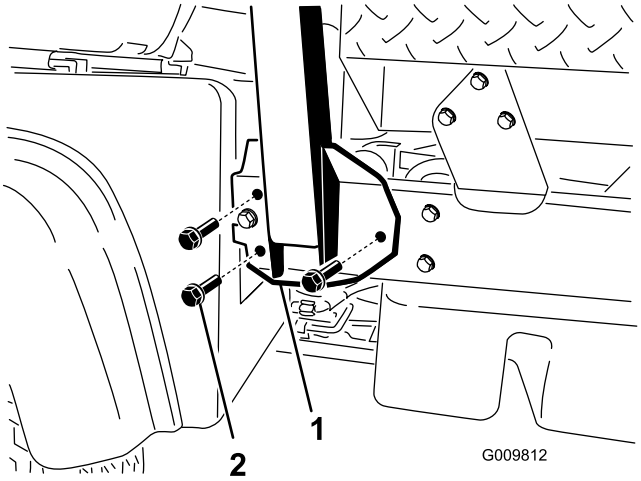

**Figur 4**
1. Placer hver side af styrtbøjlesystemet ud for monteringshullerne i hver side af køretøjets stel som vist i Figur 4.